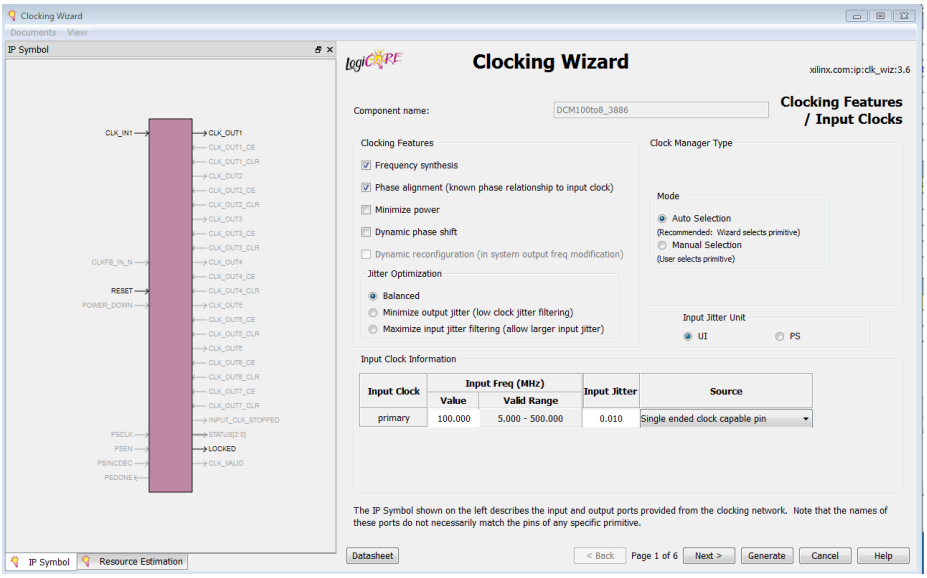

Figure 3-10 *Clocking Wizard*
- Select FPGA Features and Design→Clocking→Clocking Wizard, then click Next and Finish. The Clocking Wizard will open, as seen in Figure 3-10.